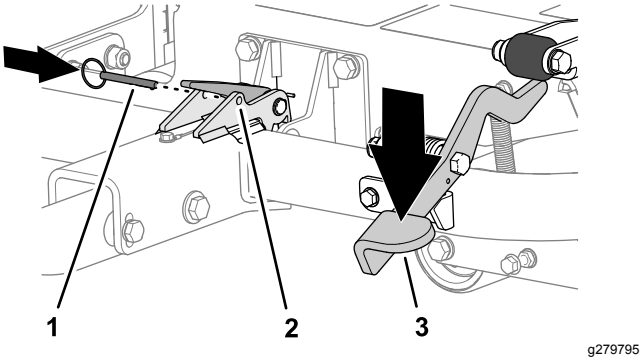

Figur 19
3. Træd på bugsertrækpedalen, indtil bugsertrækket låser på plads (Figur 19).
4. Før låsepinden ind igennem hullerne i låsen (Figur 19).